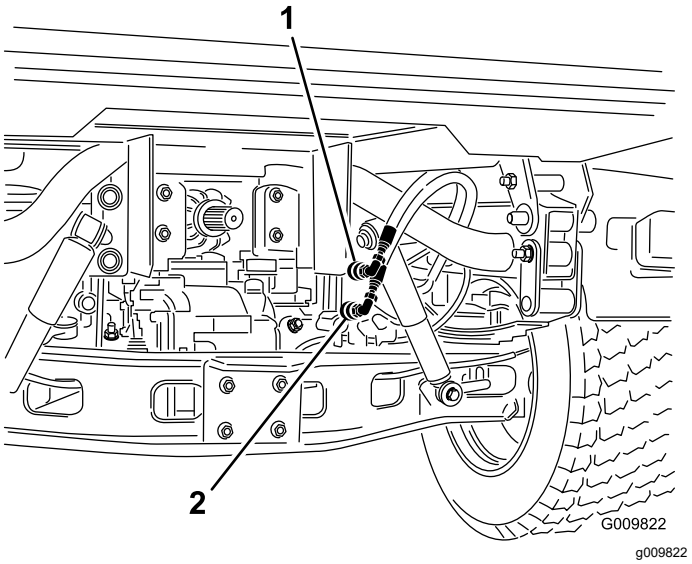

Figur 74
2. På begge maskiner: Kobl de to lynkoblingsslanger fra slangerne, der er fastgjort på koblingsholderen (Figur 74).